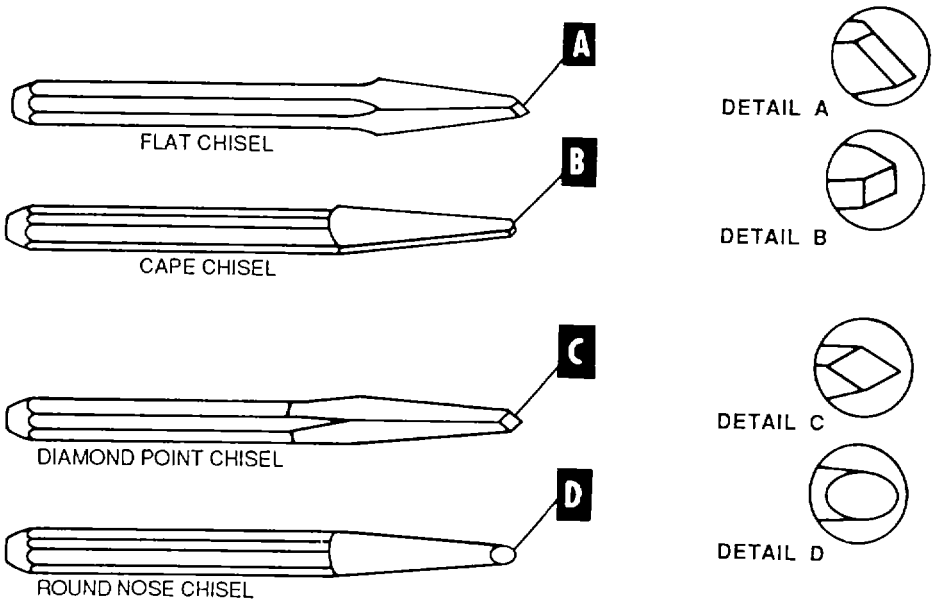

Figure 4-57. Chisels
a. *Types*. The most common types of cold chisel are the flat, cape, roundnose, and diamond types, shown in figure 4-57.